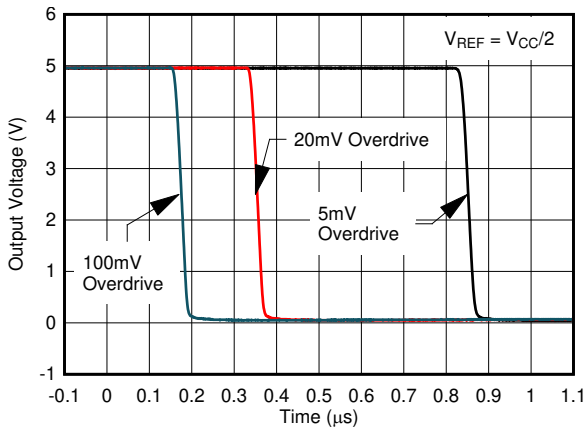

Figure 6-31. Response Time for Various Overdrives, High-to-Low Transition
– R_{CE} can be determined by taking the slope of Figure 6-31 in the linear region at the desired temperature, or by dividing the V_{OL} by I_{OUT}